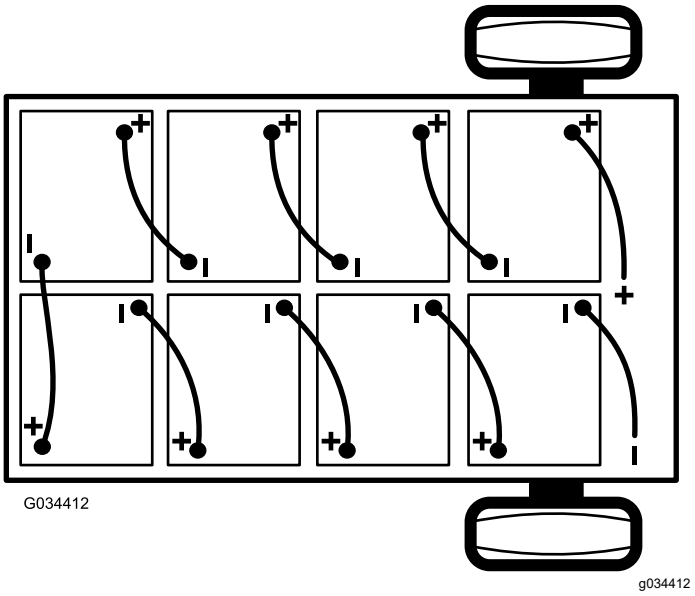

Figur 38
2. Koble fra den negative hovedbatterikabelen (svart) som kobler batteriene til maskinens jordingspunkt (Figur 38).
3. Koble fra den positive hovedbatterikabelen (rød) som kobler batteriene til maskinens hovedkontaktor (Figur 38).
Merk: Vær oppmerksom på batteripolariteten når du installerer de nye batteriene (Figur 38).
6. Koble batteriene sammen, som vist i Figur 38, med batterienes sammenkoblingskabler, som du fjernet i trinn 1.
2. Koble til den positive hovedbatterikabelen (rød) mellom batteriene og maskinen (Figur 38).
3. Koble til den negative hovedbatterikabelen (svart) mellom batteriene og maskinen (Figur 38).